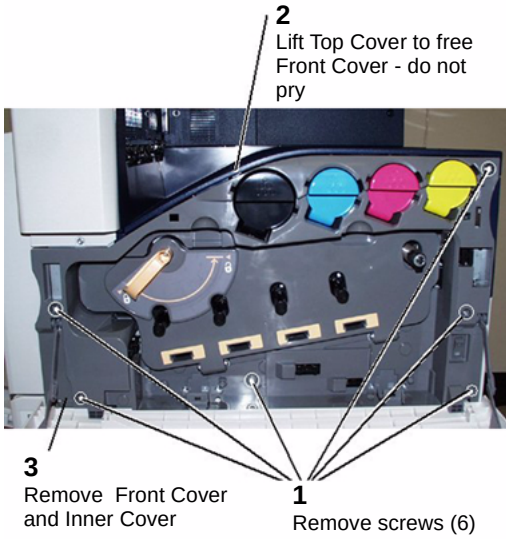

Figure 1 Front and Inner Cover Removal
3. Remove the Front Cover together with the Inner Cover. (Figure 1)